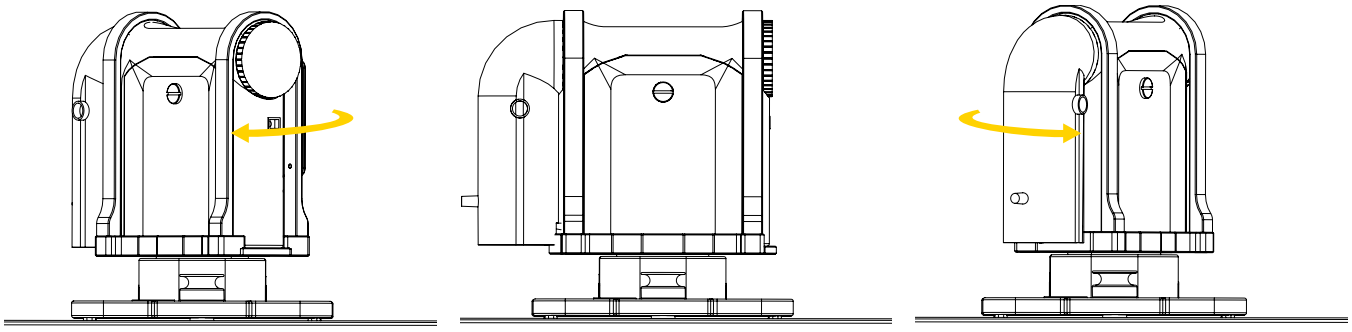

Figure 19: Rotating the medical device on the Q-Protrak
3. For medical devices installed on horizontal load-bearing tracks, turn the medical device up to 360° clockwise or counterclockwise to the desired position (Figure 19). Refer to the mounting bracket's user documentation in needed.